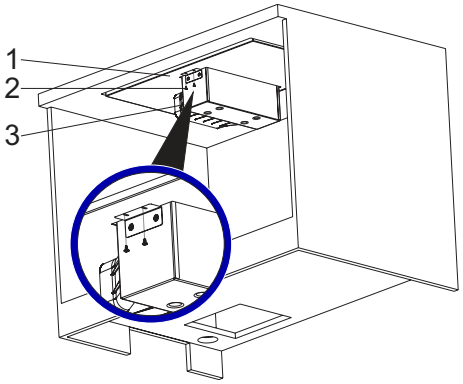

Abb. 10
5. Die Haubenbox mittig unter das Kochfeld platzieren und an den kurzen Seiten mit den Schrauben (3,5x9,5) fest-schrauben (Abb. 10).